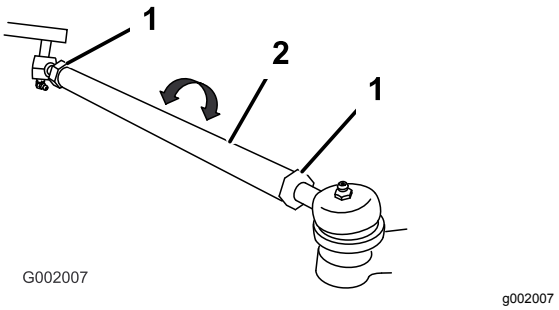

Figuur 46
5. Als deze afstand buiten het gespecificeerde bereik valt, moet u de contramoeren aan beide uiteinden van de trekstangen losdraaien (Figuur 46).